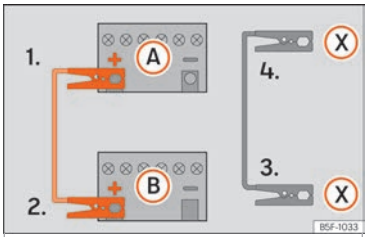

Fig. 44 Diagram of connections for vehicles with Start Stop system
4b. *In vehicles with a Start-stop system:* connect one end of the *black* jump lead (X) to a suitable ground terminal, to a solid piece of metal in the engine block, or to the engine block itself ››› Fig. 44.
5. Connect the other end of the *black* jump lead (X) to a solid metal component bolted to the engine block or to the engine block itself of the vehicle with the flat battery. Do not connect it to a point near the battery (A).